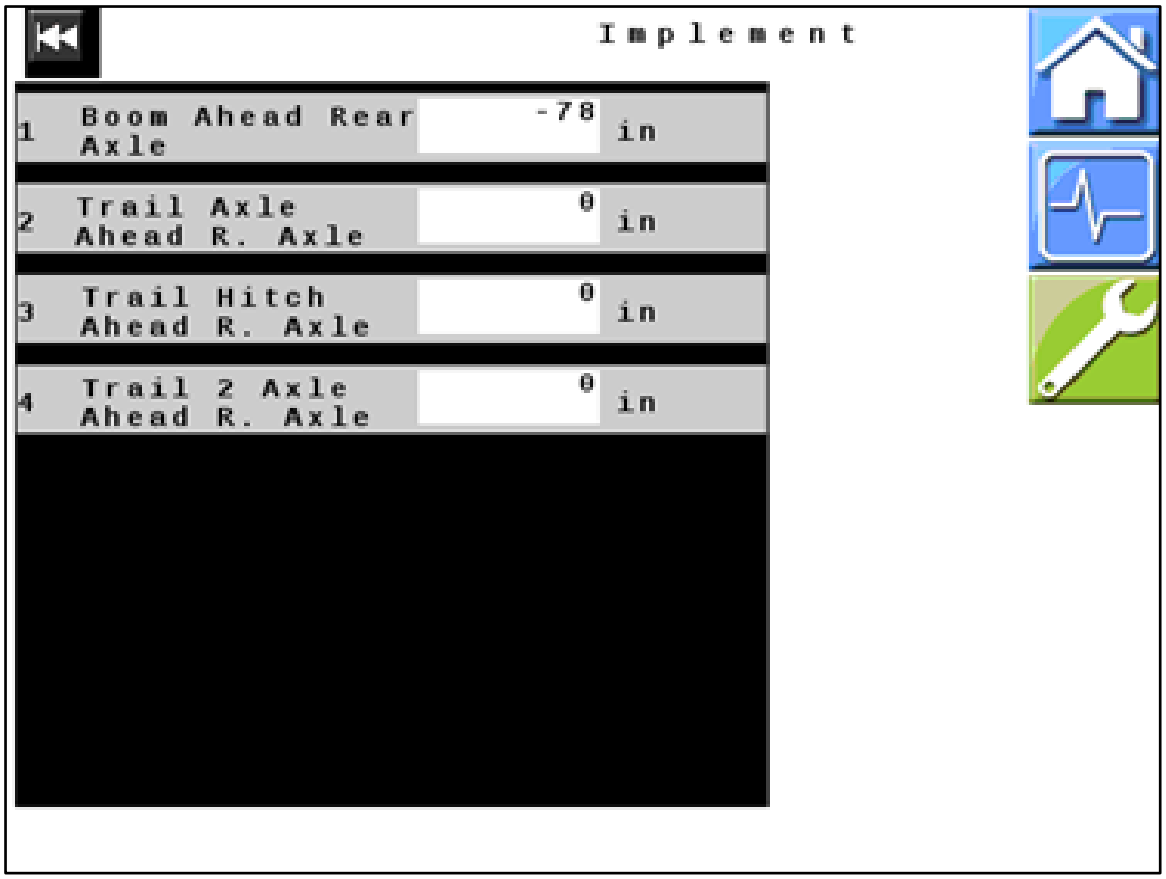

Figure 24 — Implement
44. *Figure 24:* Verify that all values displayed on your unit match those shown here. Change values if necessary.